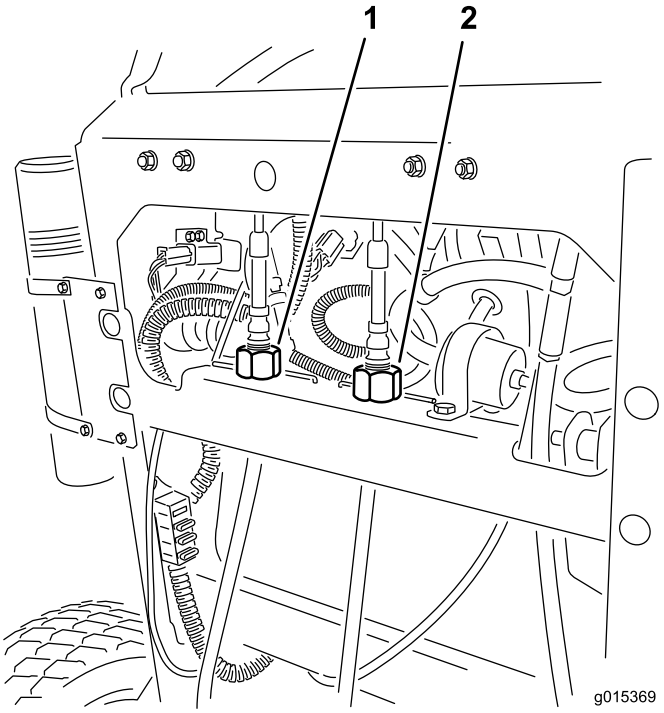

**Figuur 57**
4. Draai de rechterkabelafstelling zo, dat de rechterrijhendel in het midden van de sleuf voor de neutraalstand in het bedieningspaneel staat (Figuur 57).